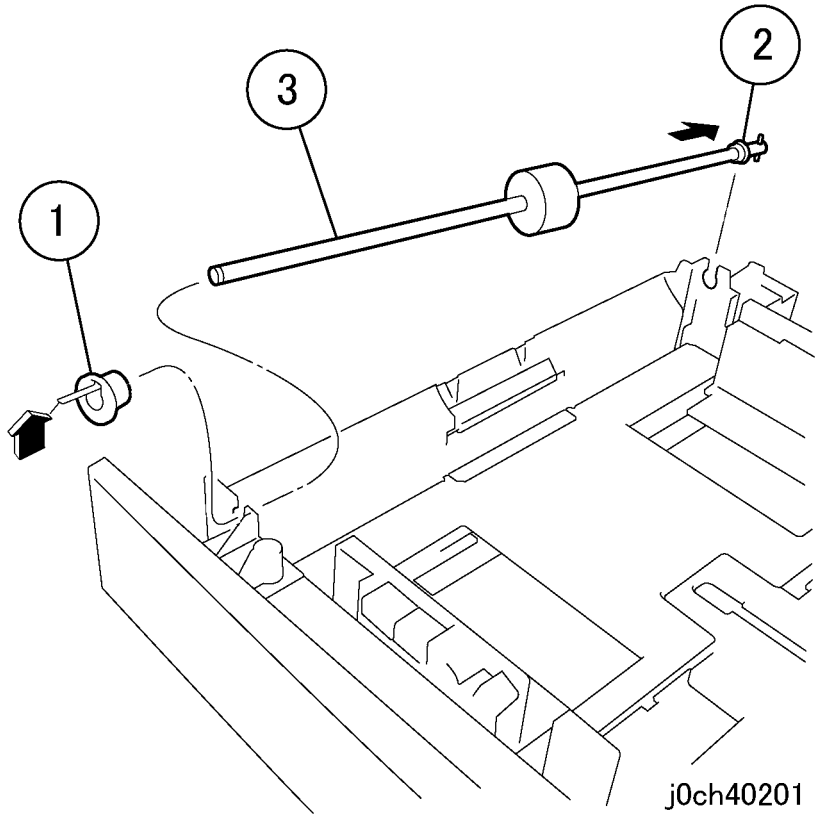

Рисунок 1 Снятие узла ролика подачи (j0ch40201)
3. Снимите узел ролика подачи (рисунок 1).